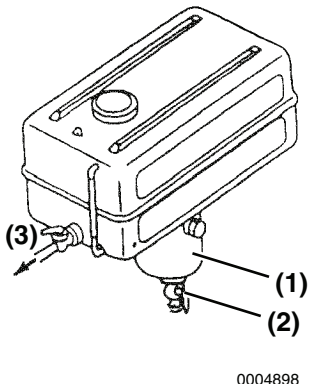

Figure 2
Install a drain cock **(Figure 2,** (2)) at the bottom of the fuel tank to remove water and contaminants from the sediment bowl **(Figure 2,** (1)).